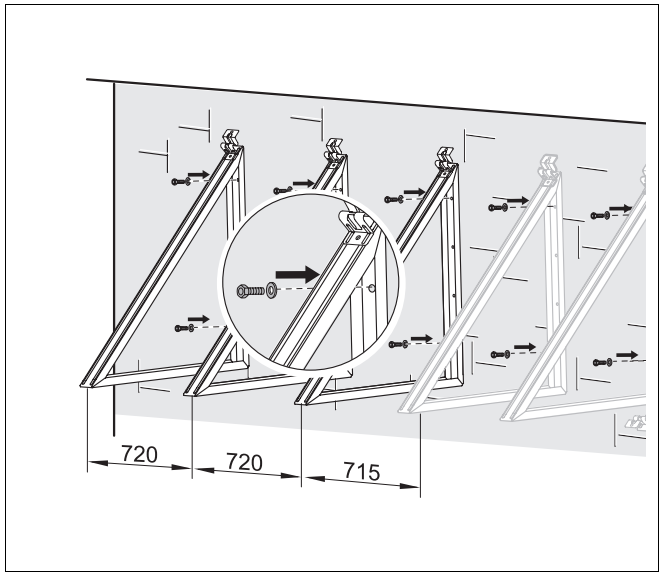

Afb. 40 Staander voor gevel 45° aan een gevel monteren (maten in mm)
- Monteer de collectorsteunen (afb. 40) op een afstand van 720 mm naast elkaar aan de gevel (gebruik enkel de uiterste boringen). De schroeven, vulringen en pluggen moeten ter plaatse aangebracht worden.